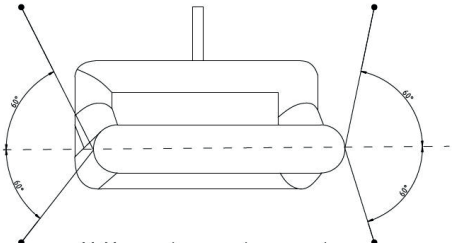

Bild 3: Så här tar man ner projektorduken
Använd fastspänningstillbehören (D) för att skydda ramen mot att välta. Sätt in tältpinnarna i öglorna på den undre ramdelen och förankra den ordentligt i marken. Knyt fast linorna i de övre öglorna och spänn linorna nedåt i ca 60° vinkel (bild 3).